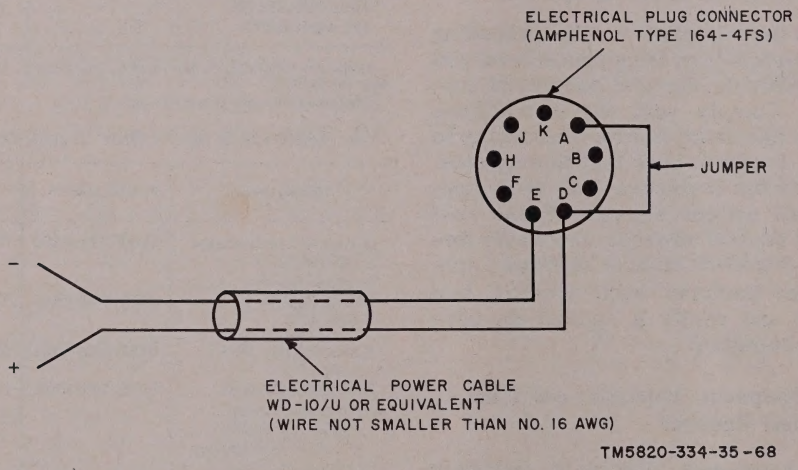

Figure 68. Power cable assembly wiring diagram.
c. A special-purpose cable assembly is required to connect Radio Receiver R-392/URR to a power source. Electrical Special Purpose Cable Assembly CX-1597/U, designed for this purpose, may be used if available, or a suitable cable assembly may be fabricated by use of the connector and electrical power cable (or equivalent) listed in the chart in paragraph 93*b*. A wiring diagram of the power cable assembly is given in figure 68.